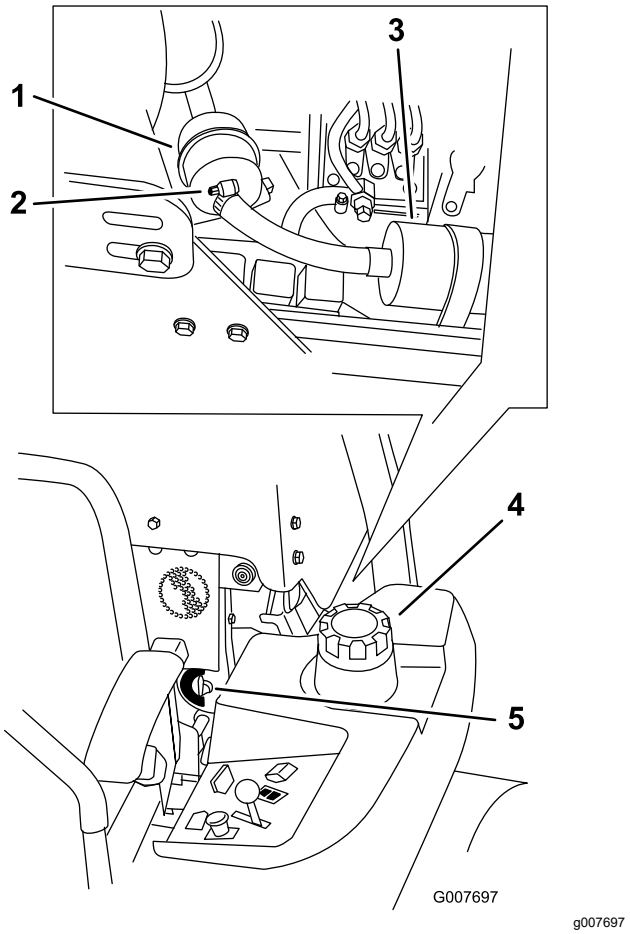

Figuur 67
4. Sluit de brandstofafsluitklep (Figuur 67).
5. Maak de 2 slangklemmen los en ontkoppel de brandstofslangen van het brandstoffilter (Figuur 67).
6. Plaats een nieuw filter. Sluit de brandstofslangen aan op het brandstoffilter en monteer de 2 slangklemmen (Figuur 67).